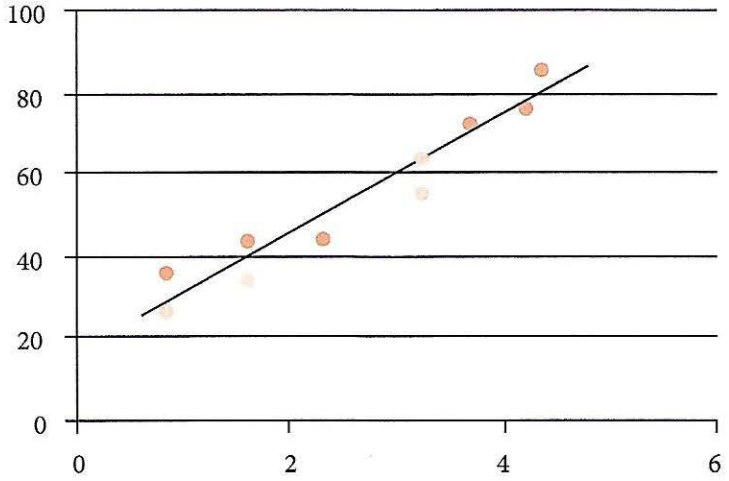

FIGURA 6.4 *Análise de regressão (diagrama de dispersão)*
- **Análise de regressão[10] (diagrama de dispersão)** Este diagrama rastreia duas variáveis para verificar se estão relacionadas. Em seguida, o diagrama é usado para criar uma fórmula matemática para utilização em futuras estimativas paramétricas (consulte a Figura 6.4).